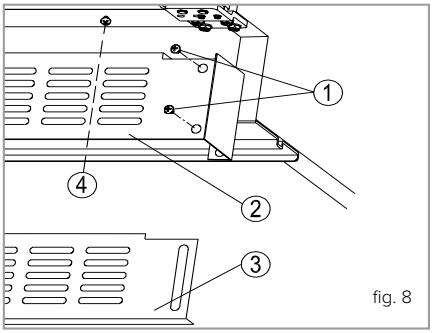

fig. 8
1. Remove the rear ventilation trim (3) by removing screws (1) from both sides and sliding the trim out from below. Then remove the front ventilation trim (2) by removing screws (4) from each side as shown in fig. 8. These screws (4) are located above and behind the front ventilation trim (2) and their location is indicated by the dotted line in fig. 8.